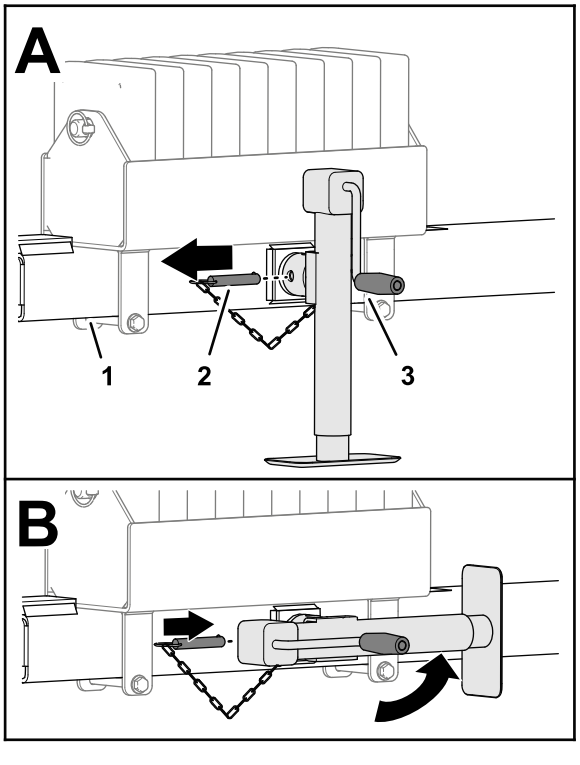

**Rysunek 28**
4. Wyjmij sworzeń (Rysunek 28).
5. Obróć podnośnik poziomo (Rysunek 28).
6. Wsuń sworzeń do poziomych otworów na podnośniku i rurze zaczepu (Rysunek 28).